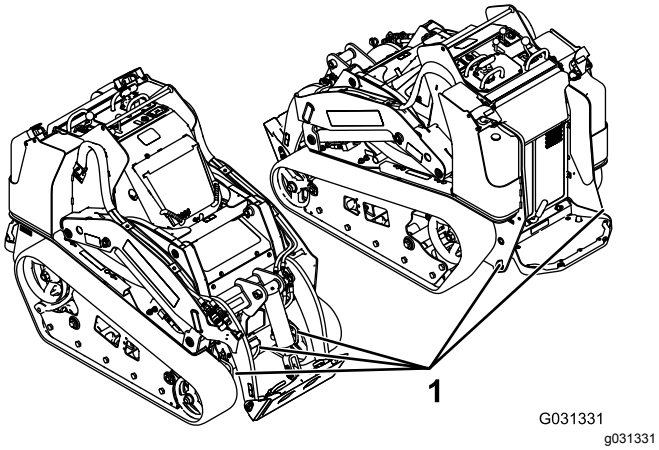

Rysunek 31
8. Zamocuj maszynę do przyczepy lub ciężarówki za pomocą pasów, łańcuchów lub lin, mocując je do metalowych uch na maszynie (Rysunek 31). Zastosuj się do obowiązujących przepisów określających wymogi dotyczące mocowania maszyny.
Maszynę można unieść za pomocą uch mocujących/do podnoszenia, stanowiących punkty podnoszenia, patrz Rysunek 31.